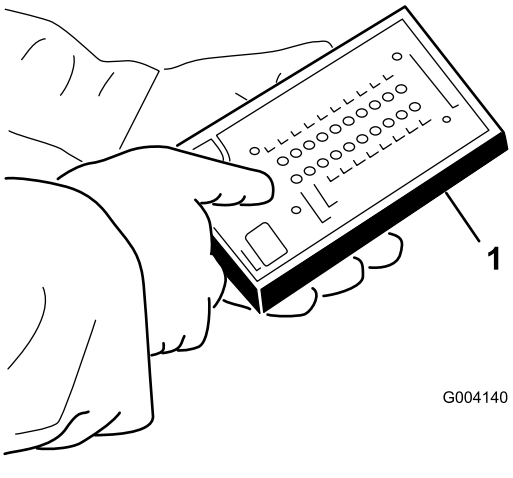

Figuur 37
5. Bevestig de stekker van de Diagnostische ACE aan de connector van de kabelboom (Figuur 37).